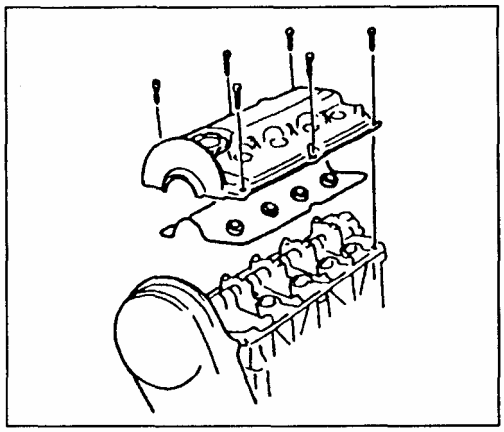

Рис. 93
8) Снимите крышку головки блока цилиндров и полностью ослабьте все винты регулировки зазоров клапанов (Рис. 93).